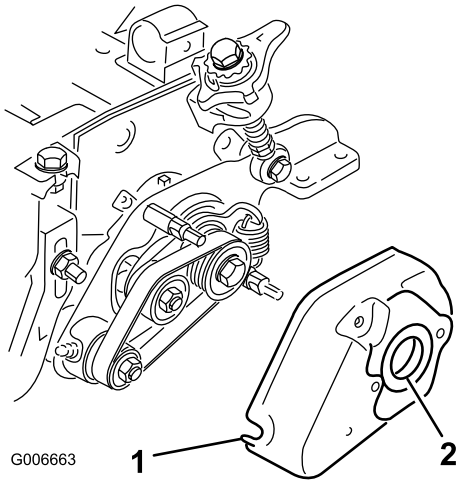

Figur 29
35. Montera trimsatskåpan och fäst den med två 5/16-tums flänsmuttrar (Figur 29).
36. Stryk på ett tunt lager fett på insidan av hylsan i hylskåpan (Figur 29).